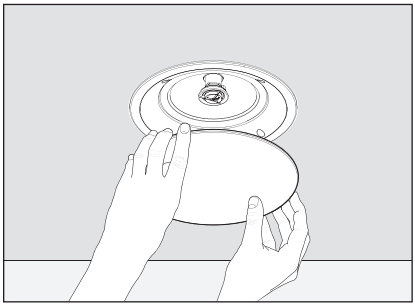

Fig. 3e
1) Gently press the grille onto the front face of the speaker (Fig. 3e or 4f). The magnets will ensure correct attachment.